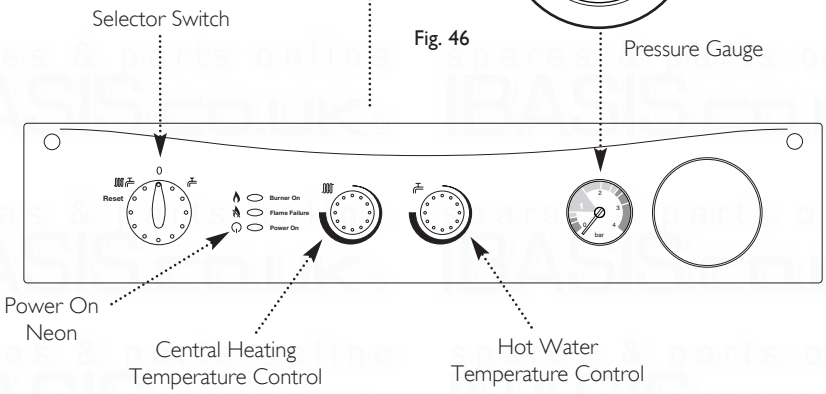

Fig. 47
11. If at any time during commissioning it is required to terminate a particular cycle, e.g. the pump overrun period, turn the selector to the OFF position and then back to either ( ) or ( ) (Fig. 47).